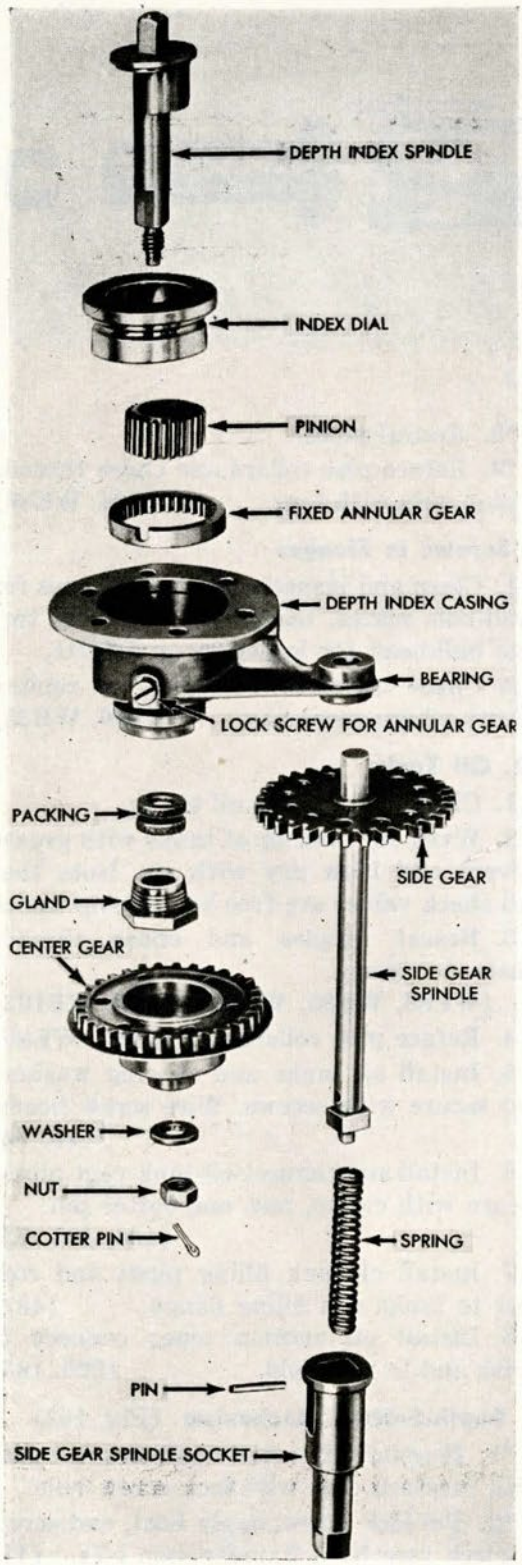

Figure 163
R. Depth-Setting Mechanism (Fig. 163)
3. Clean, inspect, oil (C), and assemble